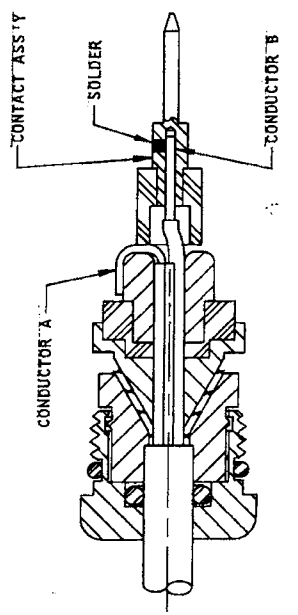

FIGURE 3
4. PLACE CONTACT ASSEMBLY OVER DIELECTRIC AND INNER CONDUCTOR B AND SOLDER CONTACT TO INNER CONDUCTOR B AS SHOWN IN FIGURE 3.